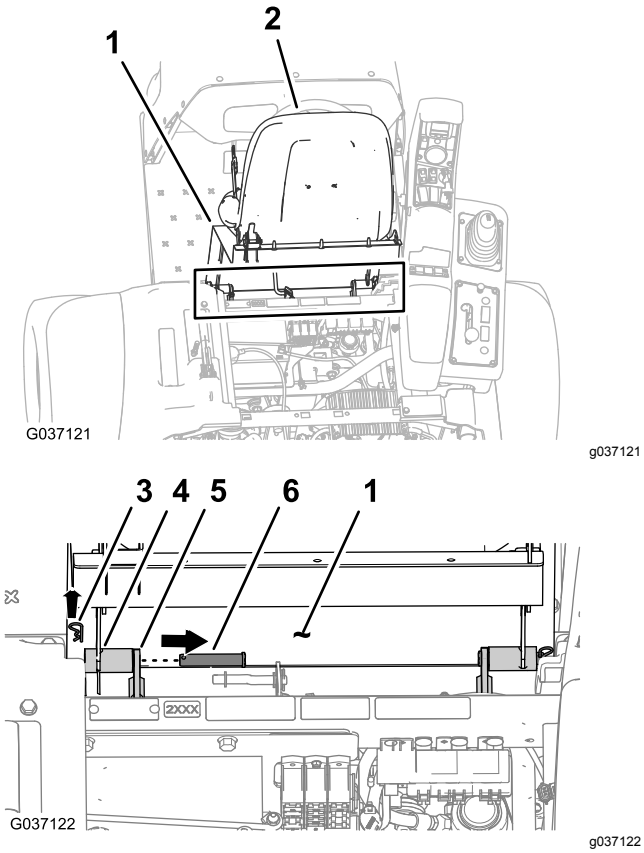

Rysunek 5
3. Odłącz 2 zawleczki przytrzymujące mocowanie osi obrotu na płycie fotela do wsporników na ramie (Rysunek 5).
4. Wyjmij 2 sworznie osi obrotu mocujące fotel z płytą fotela do ramy (Rysunek 5).